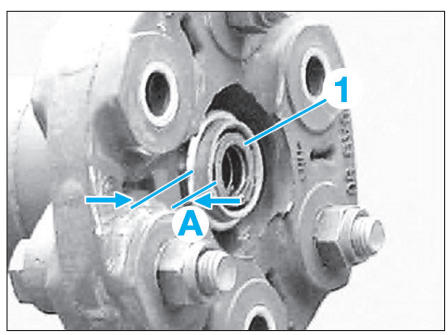

Fig. 6
• Lors du remontage de la nouvelle douille, respecter le dépassement A = 4 (+2) mm de la douille de centrage (1) **(Fig.6)**.